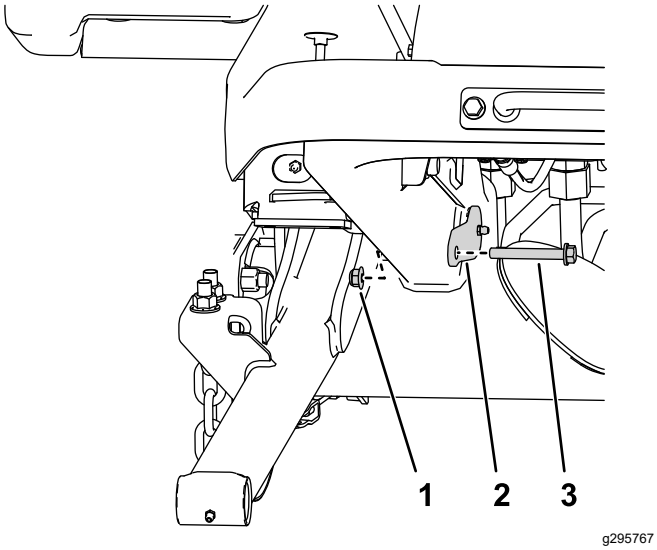

Figura 7
4. Utilice 2 tuercas (⅜") y 2 pernos (⅜" x 2¾") para sujetar los pasadores grandes al bastidor (Figura 7).